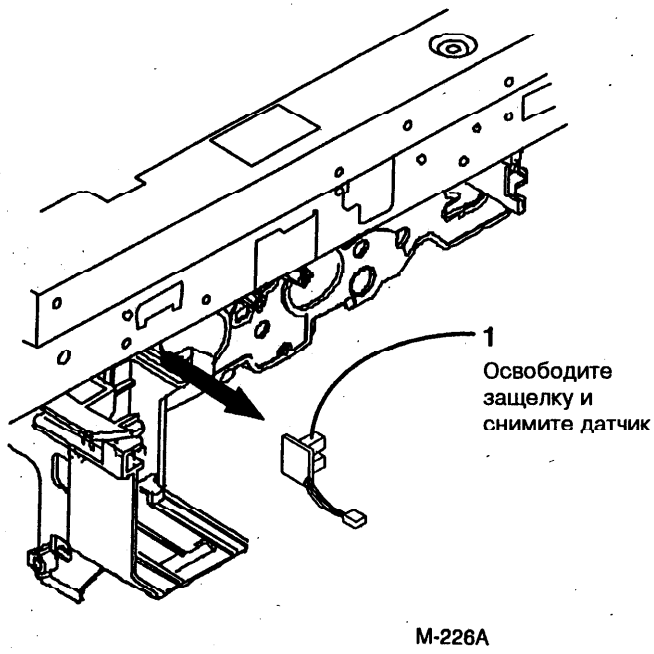

Рис. 1. Снятие датчика обнаружения тонер-картриджа (Q8)
3. (Рис.1): Снимите датчик обнаружения тонер-картриджа (Q8).